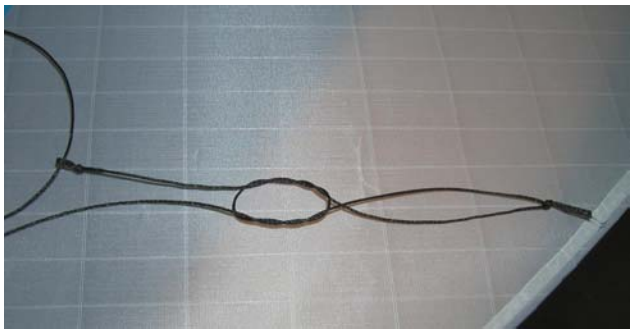

Figure 41: Double prussic knot to attach line attachment point.
51. Double prussic the small loop onto the 9.5” piece and slide close to the small loop. See Figure 41.